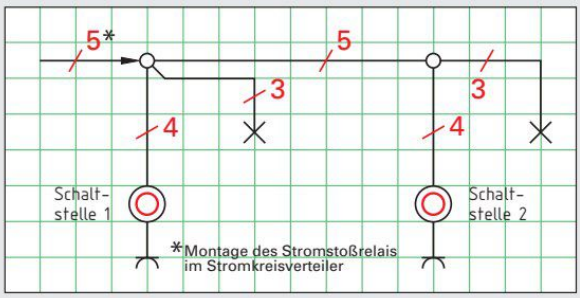

Bild 1: Übersichtsschaltplan Flurbeleuchtung
7. In einem Flur sind die beiden Deckenleuchten gleichzeitig von zwei Schaltstellen aus schaltbar. Unter jeder Schaltstelle ist eine Schutzkontaktsteckdose angebracht **(Bild 1)**.
- Ergänzen Sie im Übersichtsschaltplan **(Bild 1)** die Schaltzeichen der Schaltstellen nach Ihrem Lösungsvorschlag.
- Tragen Sie im Übersichtsschaltplan **(Bild 1)** in allen Leitungsabschnitten die Aderzahlen ein.